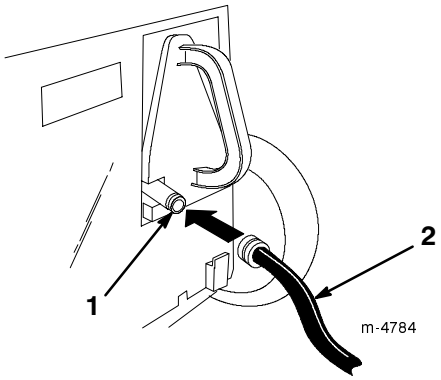

Bild 18
3. Heben Sie die hintere Klappe hoch und bringen die Kupplung am Waschanschluss des Recycling-verschlusses an (Bild 18).